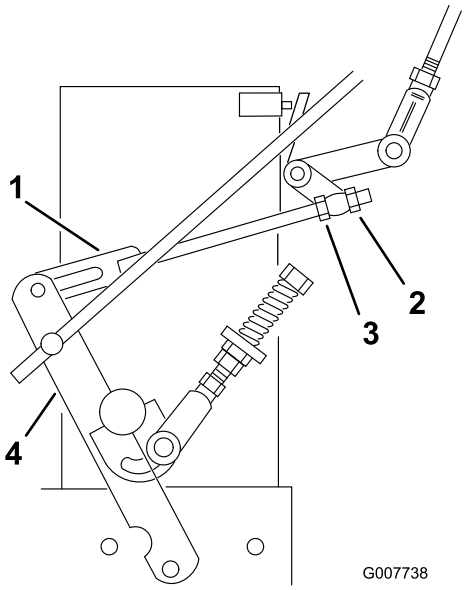

Figuur 34
8. Draai de voorste stelmoer los op het linker hydrauliekmechanisme zoals afgebeeld in Figuur 34.
9. Draai de stelmoer linksachter linksom totdat het wiel vooruit draait (Figuur 34).
10. Draai de achterste stelmoer per keer een kwartslag rechtsom. Zet vervolgens de toerenregelaar naar voren en terug in de neutraalstand. Herhaal dit totdat het linkerwiel niet langer naar voren draait (Figuur 34).